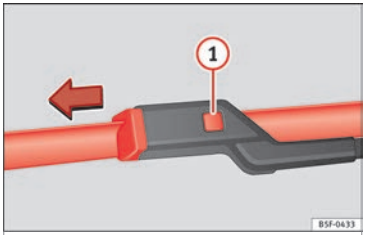

Fig. 78 Changing the front wiper blades
- Press and hold release button ››› Fig. 78 (1) and pull gently on the wiper blade in the direction of the arrow.